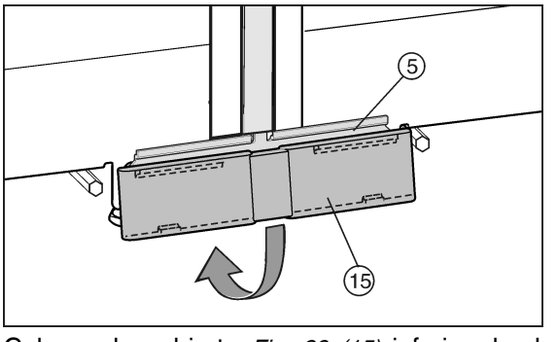

*Fig. 29*
▶ Coloque la cubierta *Fig. 29 (15)* inferior desde arriba sobre la chapa de unión *Fig. 29 (5)* y encájela en la parte inferior.